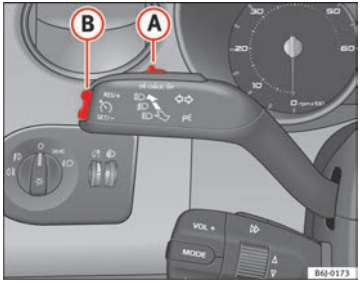

Fig. 115 Turn signal and main beam headlight lever: switch and rocker switch for the cruise control
– Press the lower part **SET** of the rocker switch ⇒ Fig. 115 (B) once briefly when you have reached the speed you wish to set.